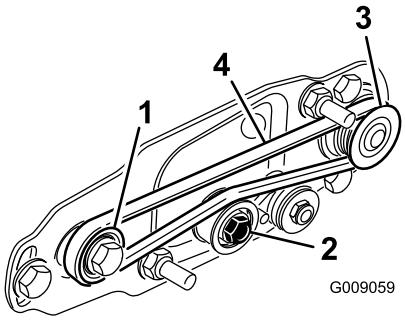

**Figura 25**
- Avvolgete la cinghia intorno alla puleggia **condotta** e successivamente intorno alla parte superiore della puleggia tendicinghia (Figura 25).
- Avviate la cinghia sulla **puleggia** motrice (Figura 25).